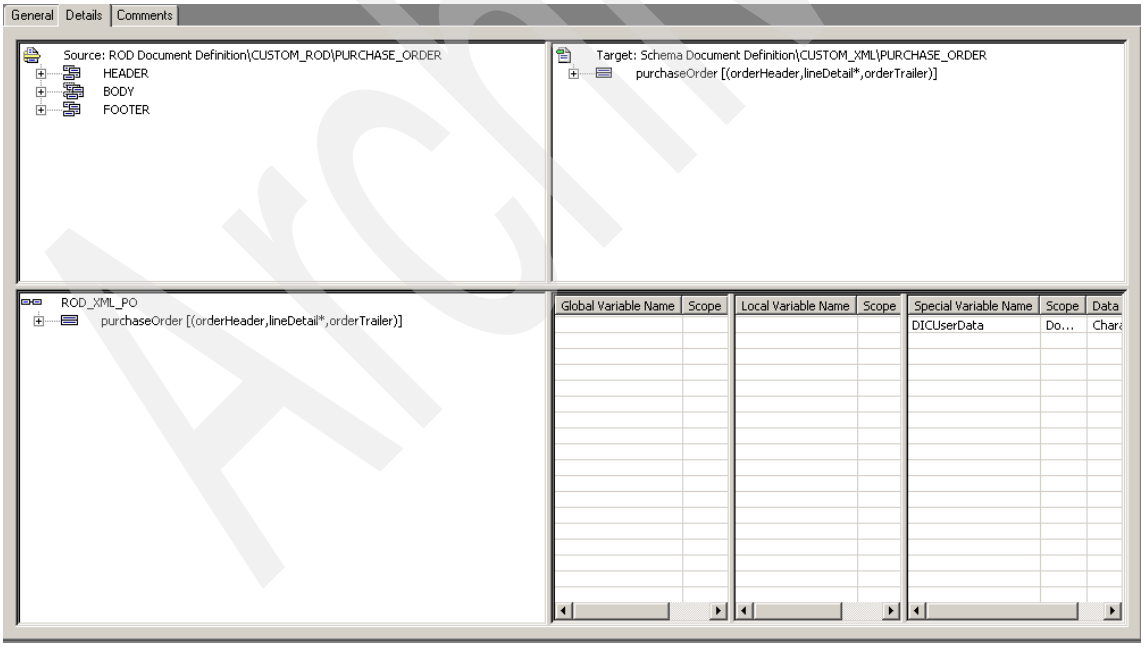

Figure 15-26 Map editor
17. The Data Transformation Map Editor opens, as shown in Figure 15-26.